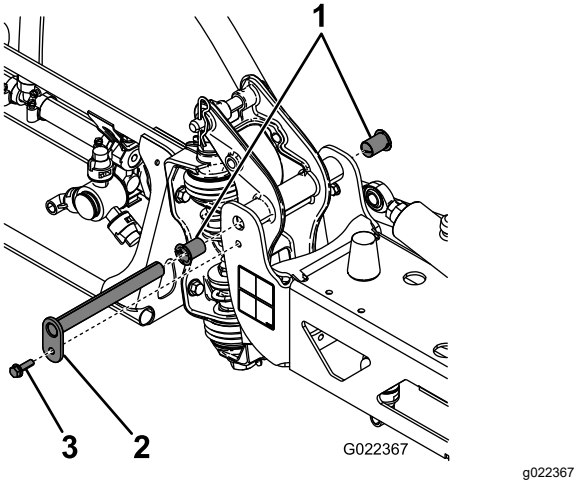

Figura 63
3. Com o peso da lança sustentado, remova o parafuso e a porca que prendem o pino de articulação ao conjunto da lança (Figura 63).
4. Remova o parafuso e a porca que prendem o pino de articulação e remova o pino (Figura 63).
6. Remova e inspecione as buchas de náilon da frente e de trás do suporte do pivô (Figura 63).
7. Coloque uma pequena quantidade de óleo nas buchas de náilon e instale-as no suporte do pivô (Figura 63).
8. Instale o conjunto da lança e do suporte articulado na estrutura central, alinhando os orifícios (Figura 63).